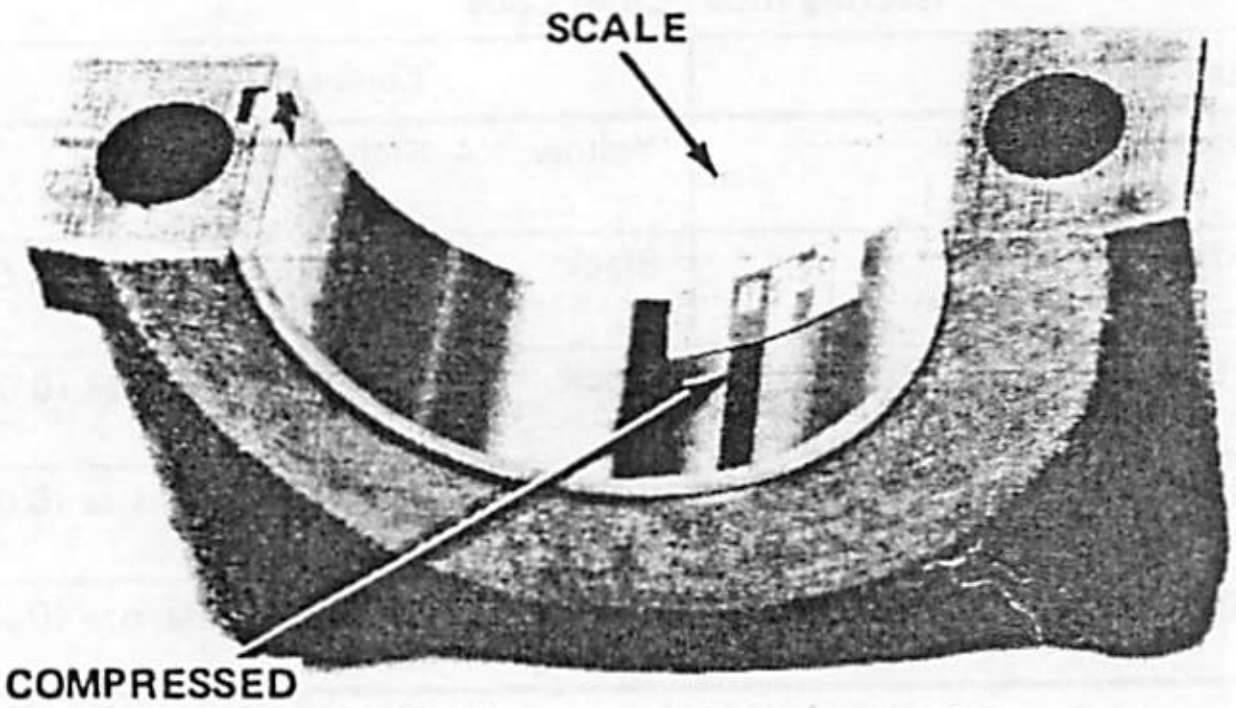

Fig. 1B-95 Measuring Main Bearing Clearance with Plastigage
(1) Remove main bearing cap and insert.
(2) Clean insert and exposed portion of crankshaft journal.
(3) Place strip of Plastigage across full width of bearing insert.
(4) Install bearing cap and tighten bolts with 80 foot-pounds (108 N•m) torque.
(5) Remove bearing cap and determine amount of clearance by measuring width of compressed Plastigage with scale on Plastigage envelope (fig. 1B-95). Correct clearance is 0.001 to 0.003 inch (0.025 to 0.076 mm). The Plastigage should maintain same size across entire width of insert. If size varies, it may indicate tapered journal or foreign material trapped behind insert.